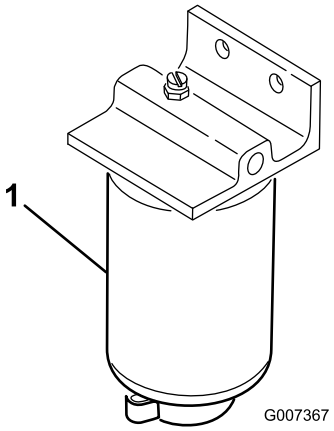

**Figur 27**
2. Anbring en dræningsbakke under filteret (Figur 27).
3. Åbn aftapningsproppen i bunden af brændstoffilteret og tøm evt. ansamlet vand (Figur 27). Spænd proppen efter aftapning.